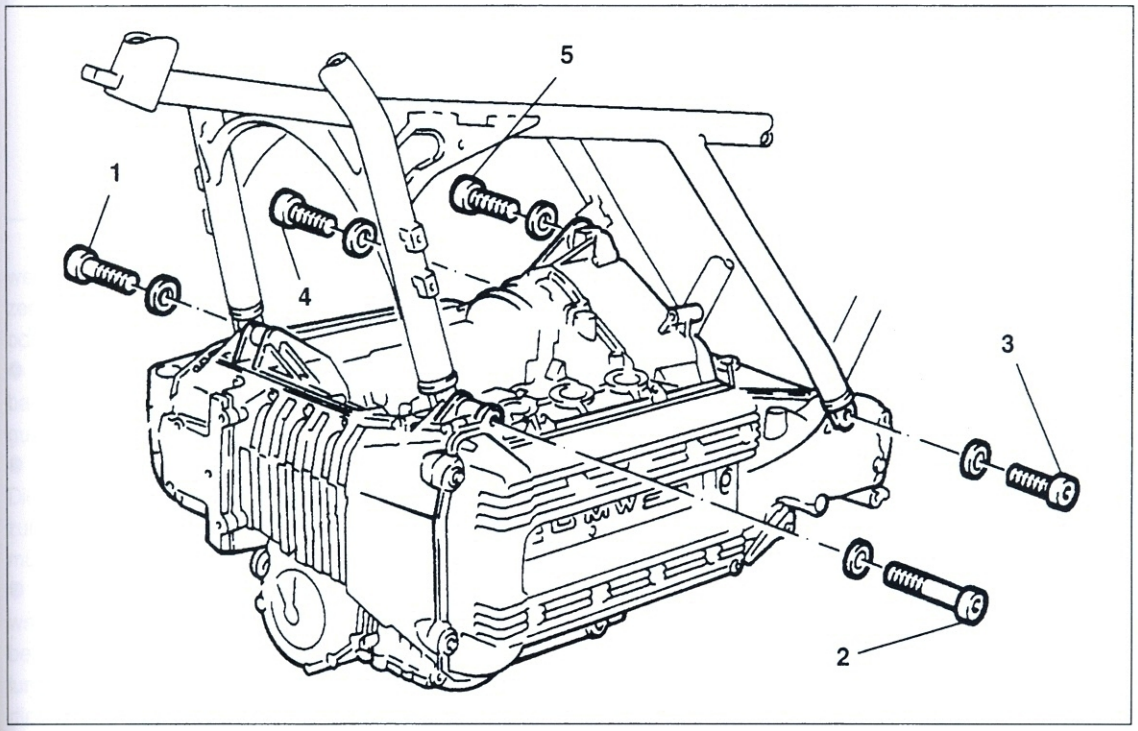

Bild 150
● Rahmen-Befestigungen ausrichten und alle fünf Schrauben Bild 150 einschrauben, jedoch nicht bis zur Anlage! Bei Schraube ② zwischen Strebe und Zylinderkopf 1 mm dicke Distanzscheibe einlegen; innen eine Stützscheibe.